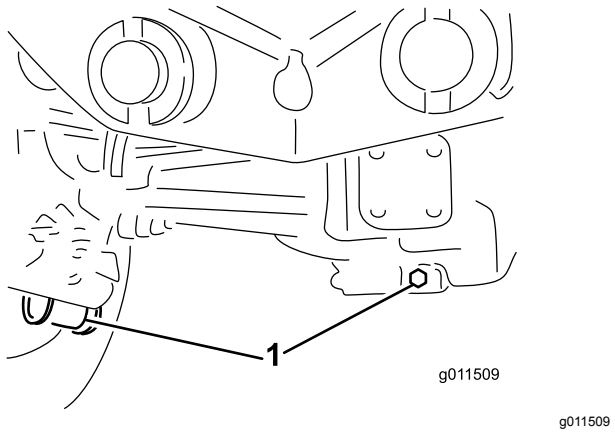

**Figur 90**
2. Rengør området rundt om de 3 aftapningspropper, 1 i hver ende og 1 i midten (Figur 90).